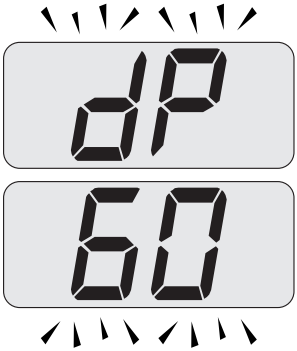

Figura 7.7
- Premere 2 volte il tasto 20 fino a far apparire sul display LCD le lettere **dP** (spazzacamino attivo in massimo sanitario) che si alternano con il valore di temperatura dell'acqua di riscaldamento (es.**60**), indicanti l'entrata nell'attivazione della "funzione spazzacamino" alla potenza massima in sanitario (Figura 7.7).